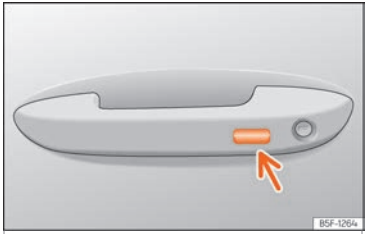

Fig. 100 Manecilla de la puerta: superficie sensora.
- **O BIEN** mediante el sistema Keyless Access* (sólo cierre): Mantenga un dedo durante algunos segundos sobre la superficie sensora de bloqueo ››› **fig. 100** (flecha) de la manecilla de la puerta para que se cierren las ventanillas y el techo*. Si deja de tocar la superficie sensora se interrumpe la función de cierre.
- Mantenga un dedo durante algunos segundos sobre la superficie sensora de bloqueo ››› **fig. 100** (flecha) de la manecilla de la puerta para que se cierre el techo. Si deja de tocar la superficie sensora se interrumpe la función de cierre.